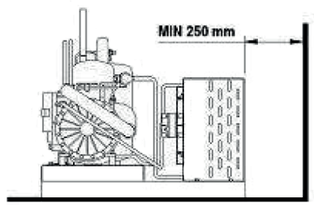

fig. 11
- Il condensatore deve distare almeno 250 mm. da una eventuale parete (fig.11).